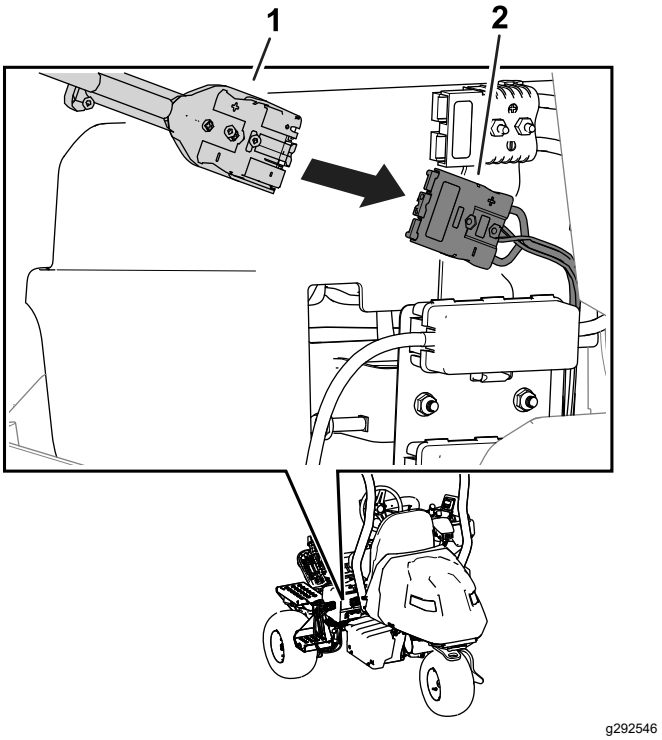

Figuur 33
7. Schuif de ouputaansluiting van de lader in de laderaansluiting van de machine (Figuur 33).